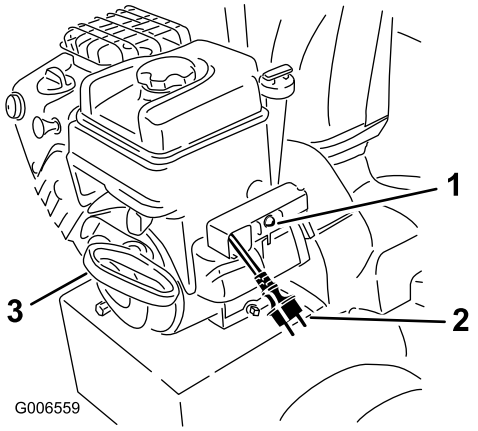

Figur 30
7. Start sneslyngen ved at trække i tilbageslagsstarthåndtaget eller trykke på den elektriske startknap (alle modeller undtagen model 38597) (Figur 30).